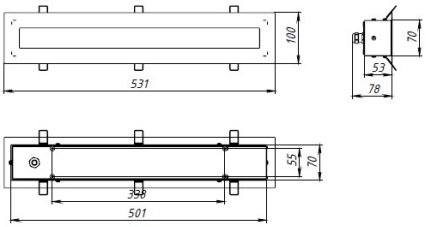

Рисунок 1 - Габаритные размеры светильника**.**
5.2. Если поверхность, на которой планируется крепить светильник не предусмотрена для установки требуемого веса светильника – необходимо предусмотреть установку светильника через дополнительные подвесы и закрепить при их помощи светильник на несущей поверхности (для этого на корпусе светильника имеются винтовые заклепки М4 для установки подвесов – см. рисунок 1. Рекомендуется использовать подвесы Geniled).